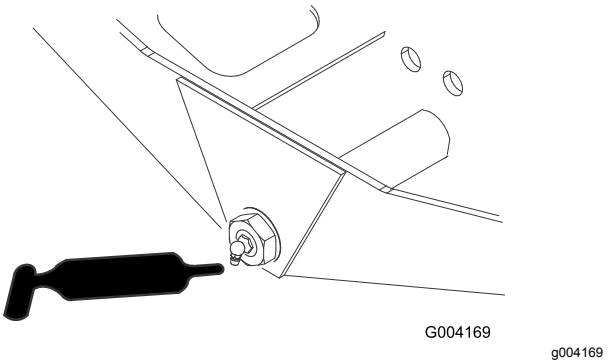

Figuur 81
- Draaipunt van asbesturing (1) (Figuur 81)